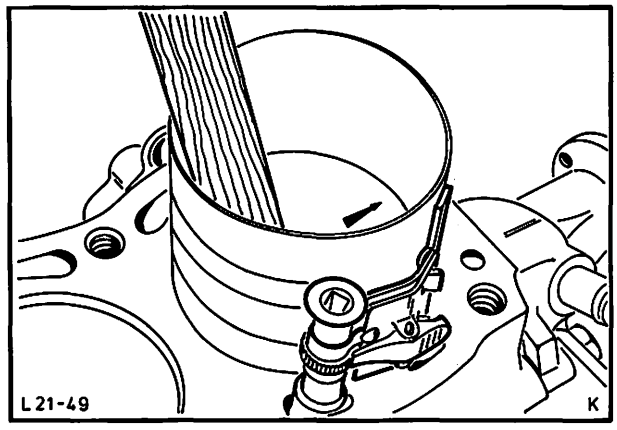

Abb. 64 Kolben mit Spannband einbauen
42. Kolbenringe mit handelsüblichem Werkzeug (Spannband) zusammenziehen, Abb. 64. Kolben mit einem Hammerstiel in die Zylinder drücken, dabei die Pleuel mit der Hand auf die Pleuelzapfen führen.